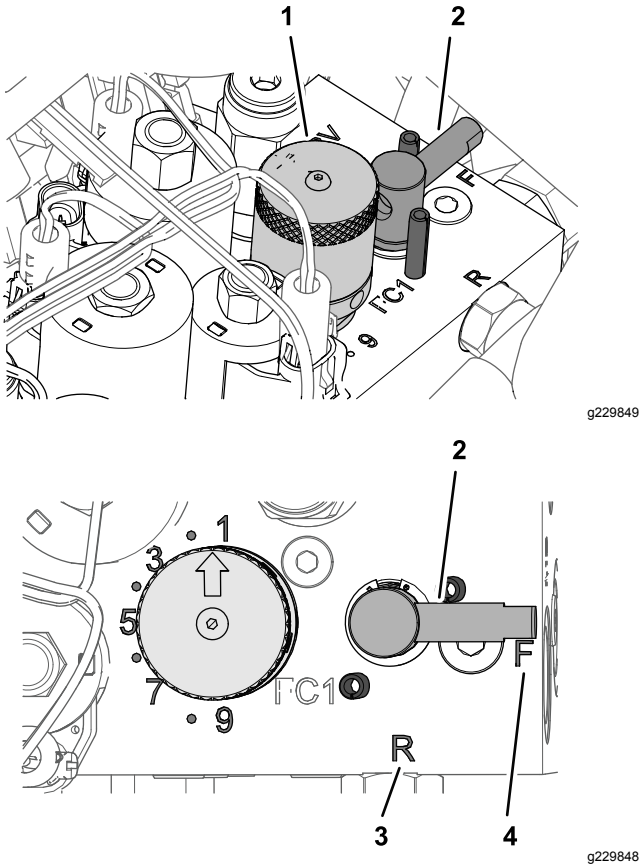

Figure 65
4. Rotate the backlap lever to the R position (Figure 65).
5. Rotate the reel-speed knob to setting 1 (Figure 65).